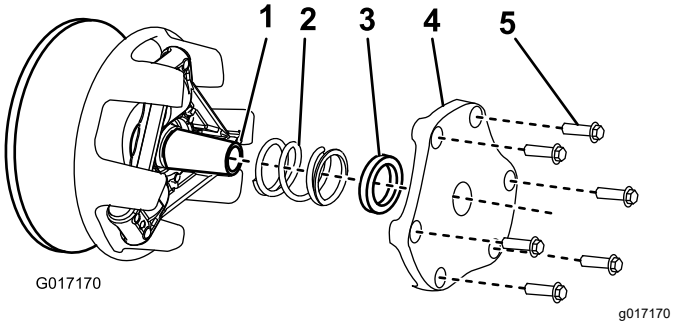

Figur 54
4. Legg dekslet, avstandsstykket og fjæren til side (Figur 54).